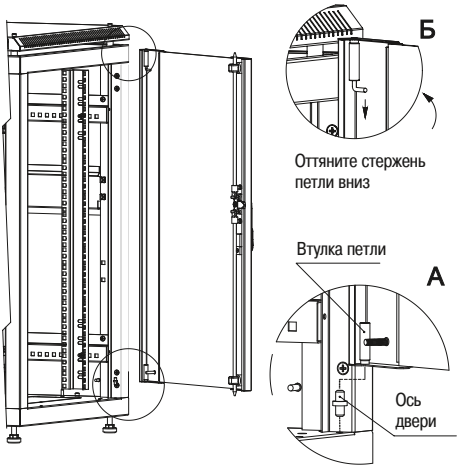

Рисунок 14 – Установка дверей в шкаф
3.4.4 Вставьте ось в круглое технологическое отверстие в основании близ стойки, наденьте втулку петли на подпятник (действие А). Оттяните стержень петли вниз (действие Б), защелкните колпачок петли в отверстии на верхнем основании (рисунок 14). Закройте дверь на замок. При правильном монтаже дверь вращается плавно, запирается без особых усилий.